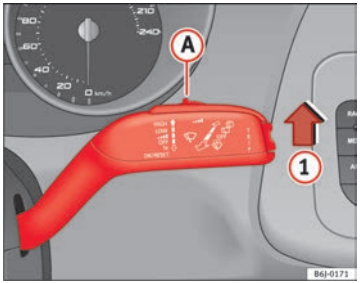

Fig. 65 Windscreen wiper lever
– Move the windscreen wiper lever into position (1) ⇒ Fig. 65.
– Move the control (A) to the left or right to set the sensitivity of the rain sensor. Control to the right: highly sensitive. Control to the left: less sensitive.